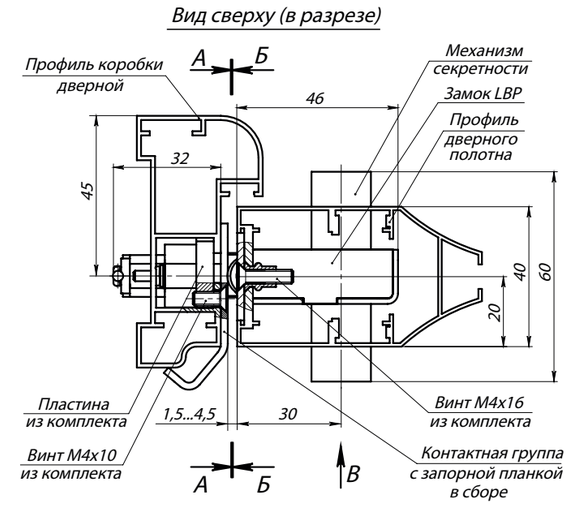

Рис. 2. Замок с контактной группой PERCo- BP1 в сборе (виды А, Б и В изображены на установочных шаблонах)
- профили дверного полотна Т34, Т53, Т81, Т85 и профиль дверной коробки Т72-14 (ООО «Петралюм»), или аналогичные им по своему сечению (см. рис. 2).